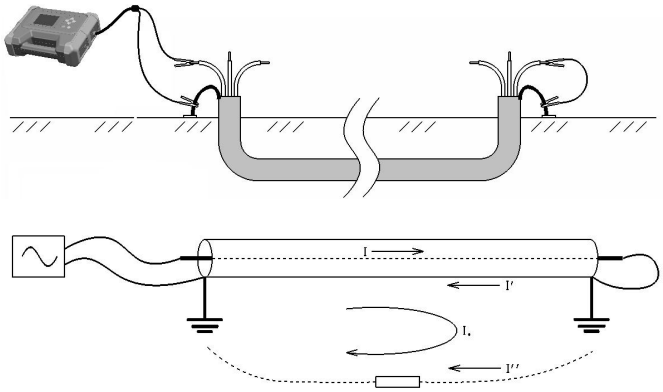

图 3-1-3 相线 - 护层接法
- 示例②：两条电缆同路径（包括目标电缆），测量结果为：目标电缆电流为 I，相位在 0°附近，提示识别正确；另一条邻线电流也为 I，相位在 180°附近，提示识别错误。这种情况因为电流强度基本相同，只能靠相位区分，更需要特别注意卡钳方向。
- 示例③：其他并行电缆与目标电缆的路径不同（一般为末端在不同位置），测量结果为：目标电缆电流为 I，但数值远较发射机注入值小，相位在 0°附近，提示识别正确；邻线电流接近 0，相位接近 180°或不稳定，提示识别错误（可参见图 3-1-3 相线 - 护层接法）。